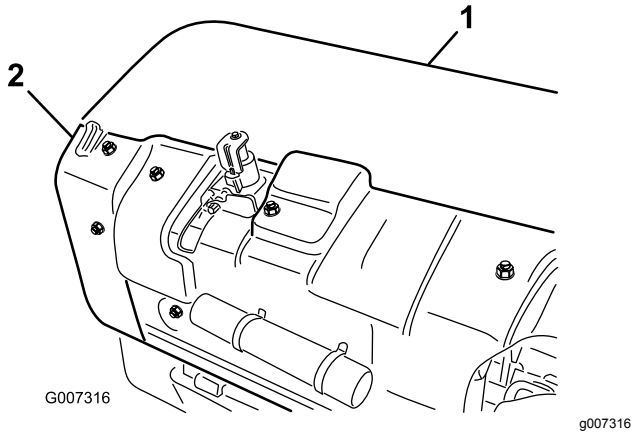

**Figur 36**
1. Ta bort det bakre luftarhuvudskyddet (Figur 36).
2. Ta bort skivskyddets fästbultar och ta bort skyddet (Figur 36).